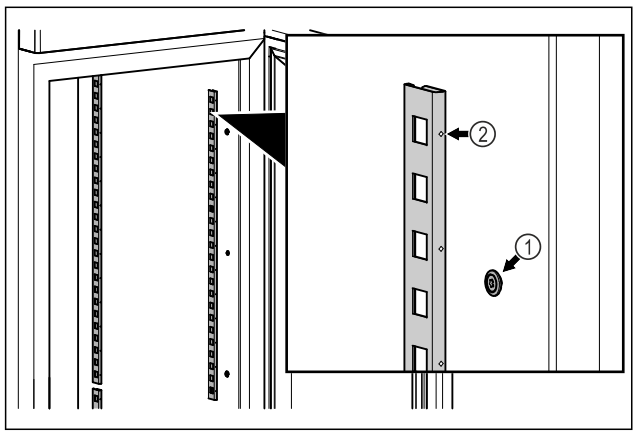

Fig. 47 Voorbeeld
▶ Vastzetstrips in de ophanging *Fig. 47 (1)* haken. Markering *Fig. 47 (2)* moet naar voren wijzen.